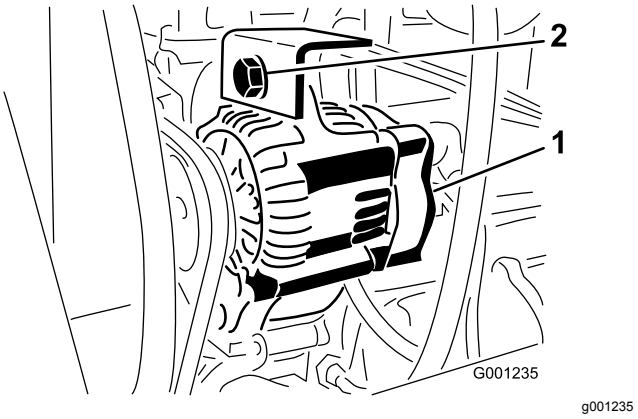

Figur 74
2. Løsn monteringsbolten til generatoren (Figur 74)
3. Øg eller mindsk generatorremmens stramhed, og spænd monteringsbolten (Figur 74).